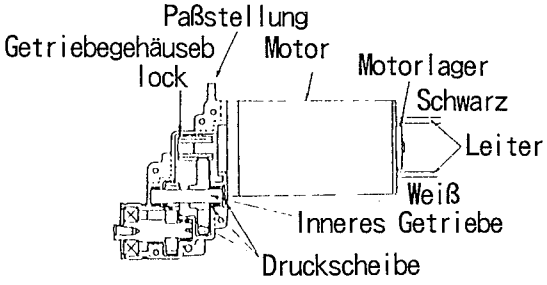

Abb. 3
① Der im Getriebegehäuseblock befindliche Getriebeblock besitzt drei Druckscheiben, die beim Zusammensetzen richtig zu positionieren sind. Wenn die Druckscheiben nicht eingesetzt werden, können anormale Geräusche auftreten.
② Den schwarzen Leiter des Motor anbringen und den Getriebegehäuseblock in die Paßstellung bringen. Die Leiter des Motors nicht uber das Motorlager bringen. Die Leiter vor dem Zusammenbau mit hitzefestem Klebeband befestigen.
③ Beim Wiedereinsetzen des Getriebegehäuseblocks in das Gehäuse den Getriebegehäuseblock nach Prüfen der korrekten Ausrichtung des Arretierknopfes mit der Einstellungssperrfeder und dem O-Ring versehen. (siehe Abb. 3)